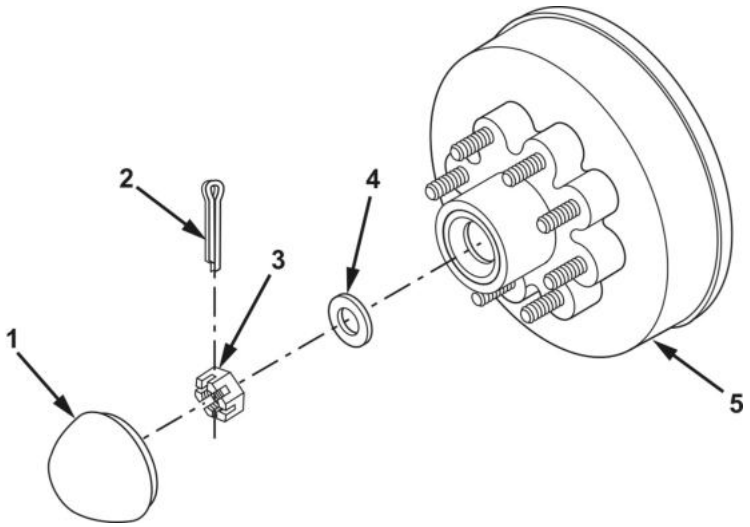

Figure 1. Hub/Drum, Race, and Bearing Seal Removal.
1. Remove grease cap (Figure 1, Item 1).
2. Remove cotter pin (Figure 1, Item 2) and discard.
3. Remove spindle nut (Figure 1, Item 3) and washer (Figure 1, Item 4).
4. Remove hub/drum (Figure 1, Item 5) with bearings and grease seal installed.